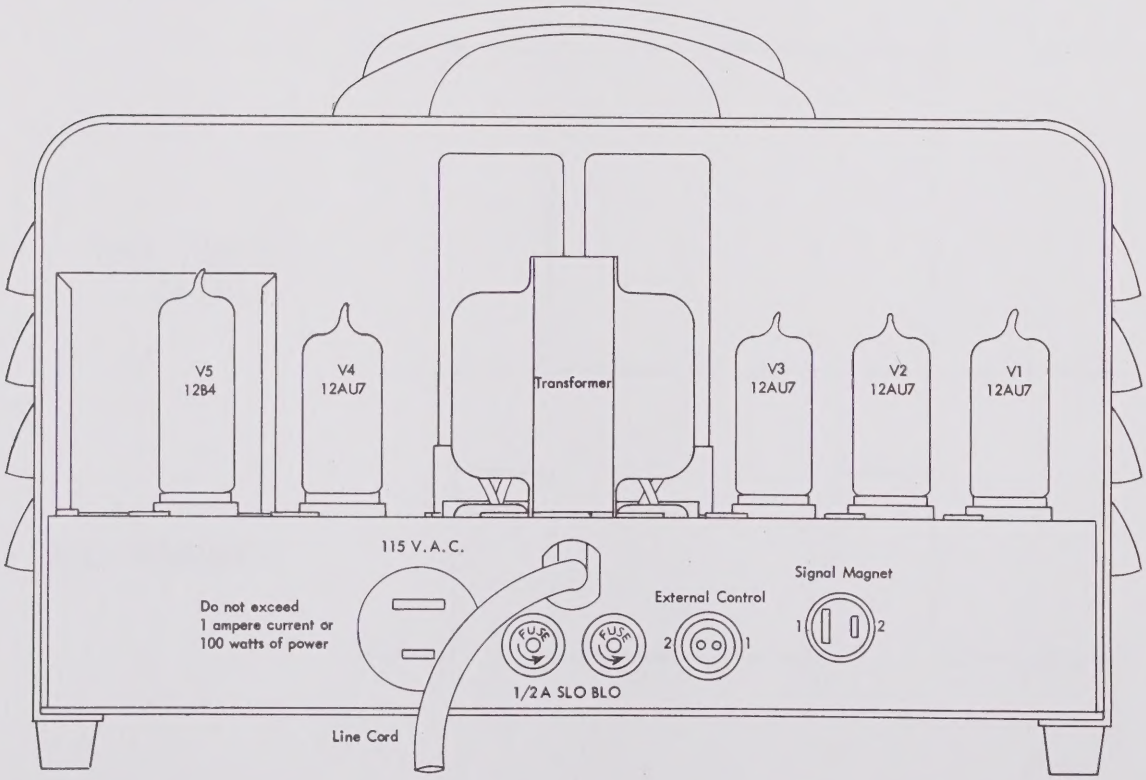

FIGURE 9.4 REAR VIEW OF THE SD5
8.11 Although all stimulators are carefully inspected and tested before shipment, malfunctions can occur. In most instances the difficulty may be remedied by replacing a tube or a fuse. Tubes should be replaced one at a time. (See FIGURE 9.4 for the location of tubes and fuses.) If the performance is not altered replace the old tube before proceeding.